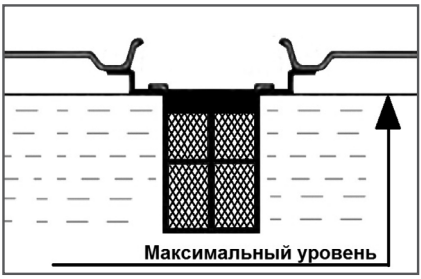

Рис. 8 Максимальный уровень топлива в топливном баке
Максимальный уровень топлива показан на Рис. 8.
3. Залейте бензин в топливный бак при помощи специальной емкости или воронки до уровня, показанного на Рис. 8.